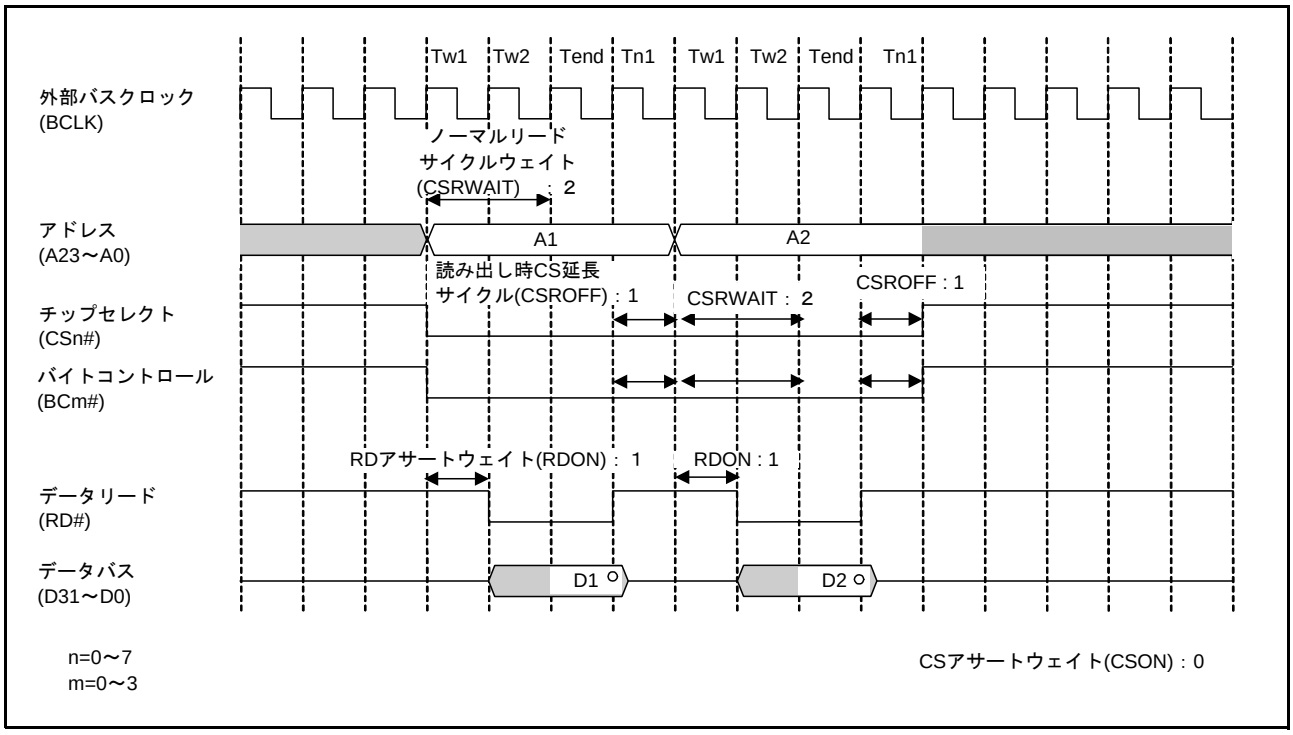
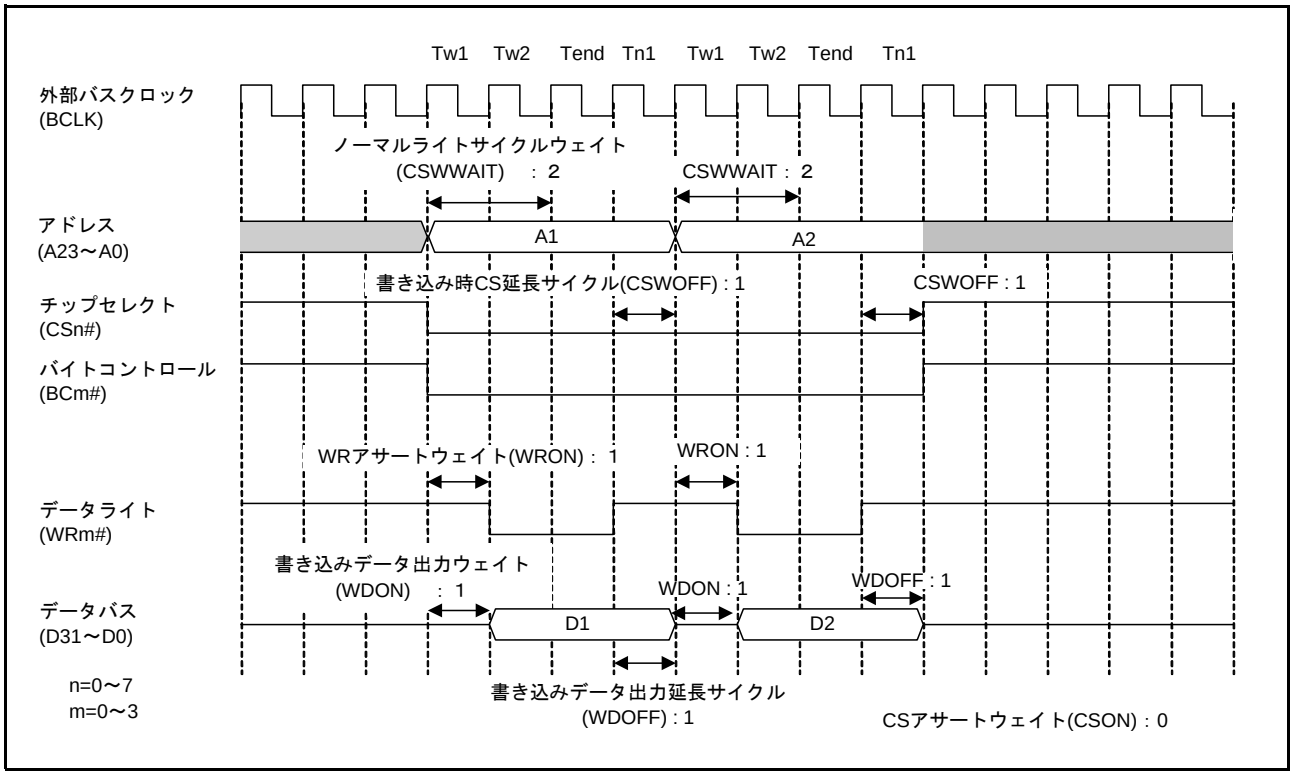

図 12.19　ノーマルリードアクセスの動作例（1 転送要求に対して 2 回バスアクセスが発生する場合）
図 12.20　ノーマルライトアクセスの動作例
バスマスタからの 1 転送要求に対して 2 回以上の外部バスアクセスが必要となる場合は、ノーマルアクセス動作（①から④）を繰り返します。図 12.19、図 12.20 に、1 転送要求に対して 2 回バスアクセスが発生する場合の動作例を示します。各ウェイト制御レジスタの値は設定例です。接続するデバイスの仕様にあわせてレジスタの値は設定してください。